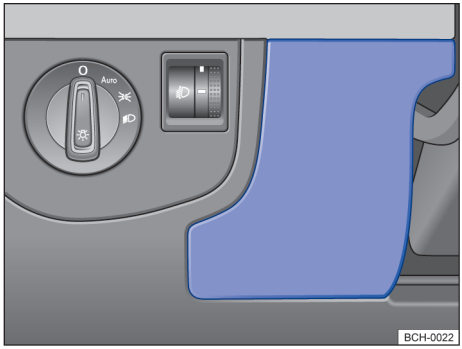

Fig. 165 No lado do condutor do painel de instrumentos: cobertura da caixa de fusíveis.
– Segurar a cobertura da caixa de fusíveis → Fig. 165 e puxar para frente.